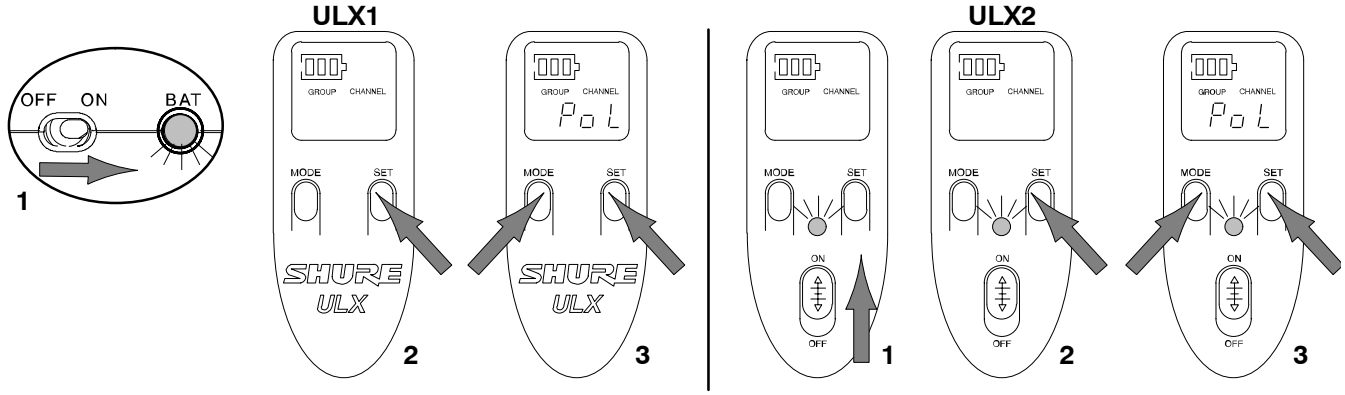

FIGURA 35
2. Tenendo premuto il pulsante SET, tenete premuto il pulsante MODE finché sul display appare la dicitura “Po L”. Vedi Figura 35. Il display indica che l’interruttore generale è bloccato. Il trasmettitore rimane acceso anche se l’interruttore generale viene portato nella posizione di spegnimento.